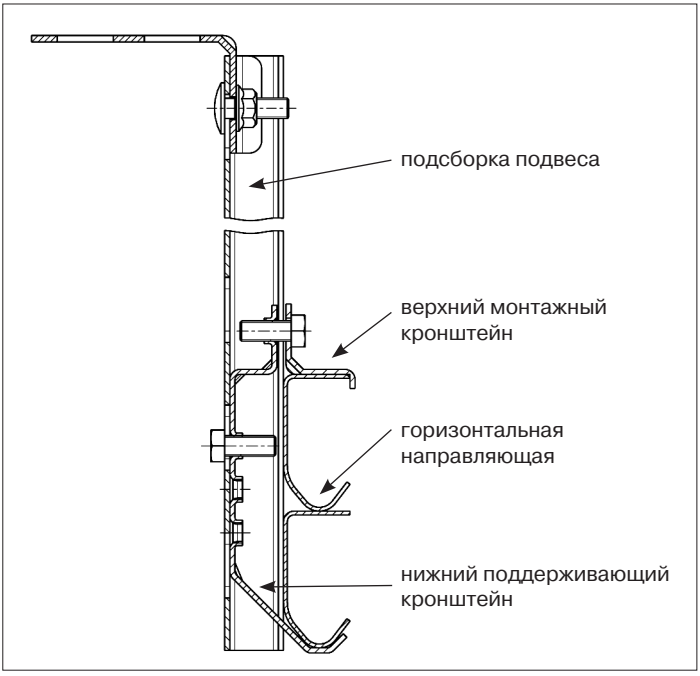

*Рис.16.1. Сборка* подвеса
**4)** установить нижний поддерживающий кронштейн в С-образный профиль подвеса и закрепить его при помощи болта М8х16 с шестигранной головкой (рис.16.1);